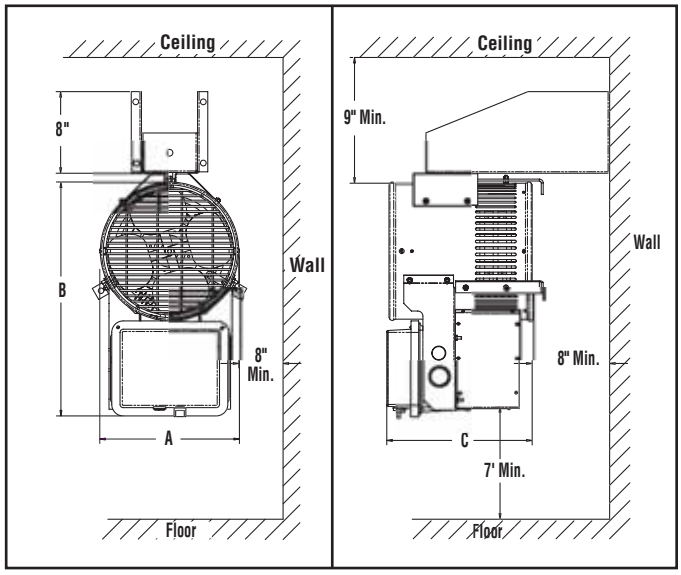

Figure 3
- **B.** For ceiling heights of 12 feet or less, maximum mounting height is determined by use of the mounting bracket offered for these heaters. Minimum spacing to ceiling is 9". (See Figure 3.)
- **C.** In either case the minimum mounting height is 7 feet from floor to bottom of heater. (Figure 3)
2. Spacing to adjacent walls (See Figure 3).